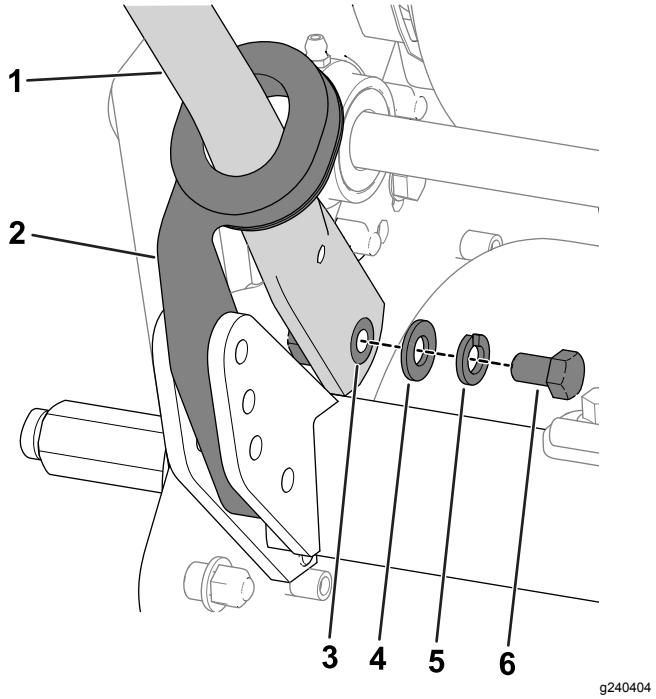

Figur 4
4. Klem håndtagets ender indad, og monter dem på monteringstapperne (Figur 4).
5. Fastgør håndtaget til monteringstapperne med de bolte (⅜"), spændeskiver og låseskiver, som du fjernede tidligere (Figur 4).